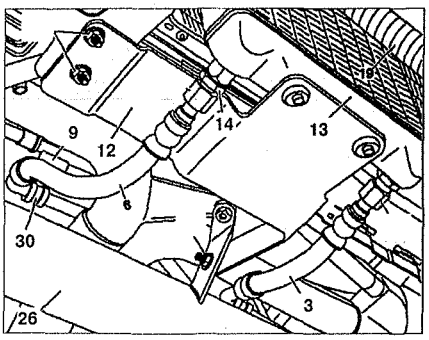

Рис. 1.33. Сливная 6 и нагнетающая 3 трубки автоматической коробки передач.
3. Протрите поверхность, прилегающую к нагнетающей **3** и сливной **6** масляным трубкам (на моделях с дополнительным масляным радиатором) (см.рис.1.33).